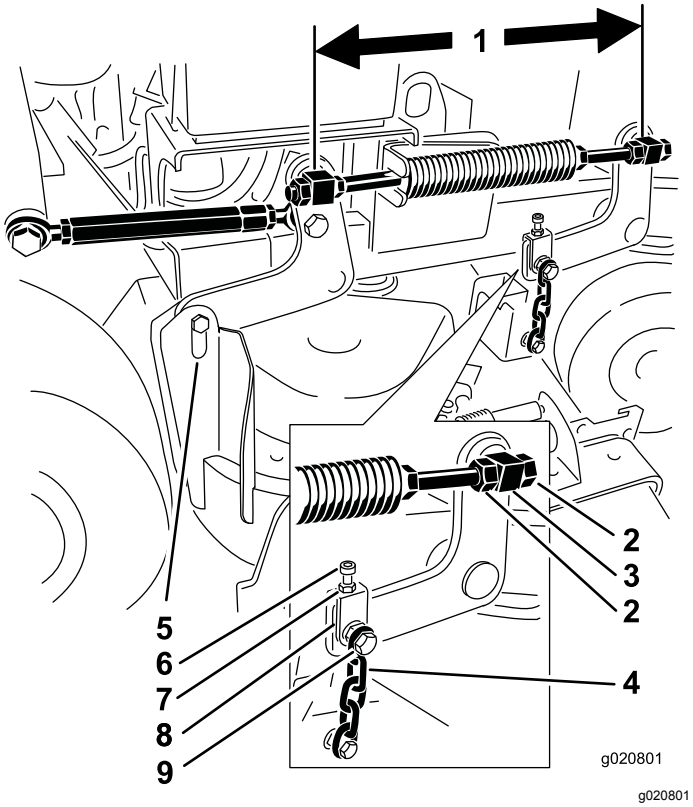

Bild 81
1. Prüfen Sie den Abstand zwischen den Drehzapfen; messen Sie in der Mitte der Drehzapfen (Länge Mitte-zu-Mitte) an jeder Gewindestange (Bild 81).
2. Lösen Sie die Klemmmuttern am **vorderen** Drehzapfen (Bild 81).
4. Ziehen Sie die Klemmmuttern am **vorderen** Drehzapfen an (Bild 81).
4. Lösen Sie die Klemmmuttern an den linken und rechten vorderen Drehzapfen (Bild 81).
6. Ziehen Sie die Klemmmuttern an den linken und rechten vorderen Drehzapfen an (Bild 81).
4. Lösen Sie die Klemmmuttern am linken vorderen Drehzapfen (Bild 81).
6. Ziehen Sie die Klemmmuttern am linken vorderen Drehzapfen an (Bild 81).
5. Lösen Sie die oberen Kettenschrauben (Bild 81).
6. Lösen Sie die Klemmmutter an jedem Joch (Bild 81).
8. Ziehen Sie die Klemmmuttern und die oberen Kettenschrauben an (Bild 81).